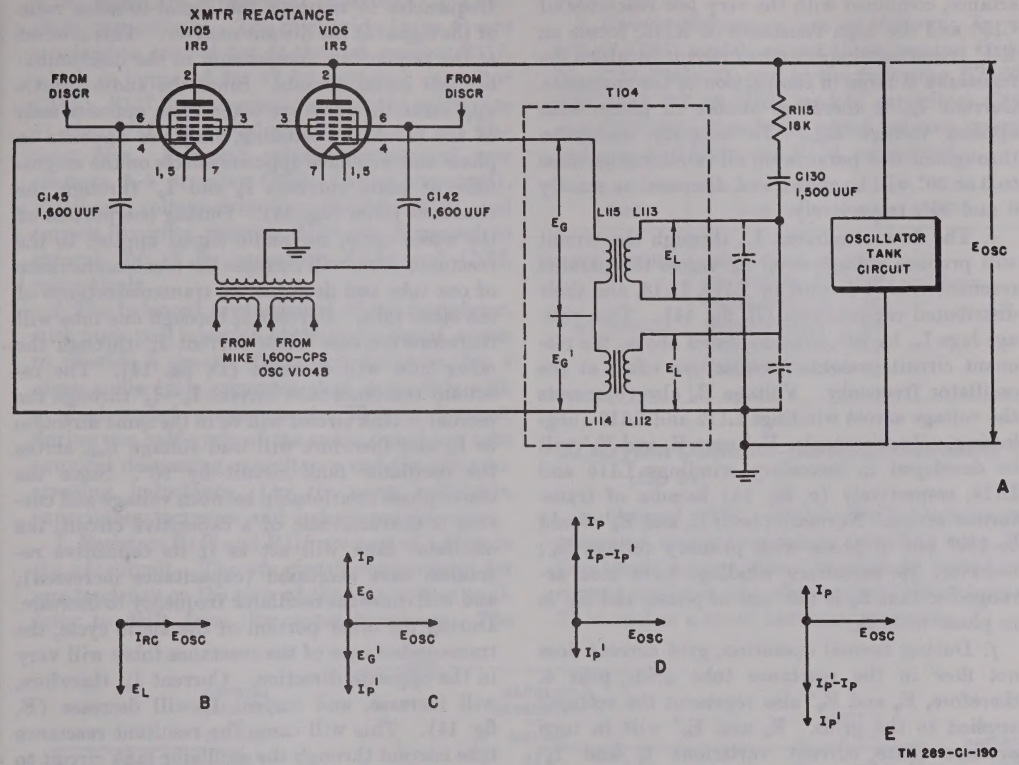

Figure 14. Reactance modulator, operation, vector diagrams.
c. Two parallel primary windings L112 and L113 of T104 are connected across the tank circuit of the oscillator through capacitor C130 and resistor R115. These windings are self-resonant at approximately 2 mc and operate in conjunction with C130, R115, and secondary windings L114 and L115 of T104, to produce the 90° relationship between voltage and current in the modulator tubes. The relationships between voltages and currents in the above components, when no audio signals are applied, are shown in B and C, figure 14, and are discussed in *d* through *f* below. The above relationships, when an audio signal is applied, are shown in D, figure 14, and are discussed in *g* below.
d. Voltage E_{osc}, developed in the oscillator tank circuit, is applied across the circuit consisting of L112, L113, C130, and R115 (A, fig. 14). This voltage causes current I_{rc}, to flow through the circuit. Windings L112 and L113 are self-resonant at approximately 2 mc, and are shown as parallel resonant circuits. The dotted capacitors across the windings represent the capacity between the turns of the windings (distributed capacitance). Since the frequency of voltage E_{osc} is much higher than 2 mc (4.45 mc to 5.45 mc), current I_{rc} flowing through the resonant circuit will encounter a ca-
e. The flow of current I_{rc} through the circuit will produce voltage drop E_L across the parallel resonant circuit formed by L112, L113, and their distributed capacitances (B, fig. 14). This voltage lags I_{rc} by 90°, since as stated above, the resonant circuit presents a capacitive effect at the oscillator frequency. Voltage E_L also represents the voltage across windings L112 and L113 (neglecting coil resistance). Voltages E_g and E_g' will be developed in secondary windings L115 and L114, respectively (c, fig. 14) because of transformer action. Normally, both E_g and E_g' would be 180° out of phase with primary voltage E_L; however, the secondary windings have been arranged so that E_g is 180° out of phase, and E_g' is in phase with E_L.
g. Audio signals are applied to the signal grids, pins 6, of the reactance tubes through terminal C of J311, contacts of switch S302, terminals 12 of P306 and J106, primary and secondary windings 6–7 and 1–2–3, respectively of T106, and capacitors C142 and C145 (fig. 13). C142 and C145 function to increase deviation at the higher audio frequencies to improve the signal-to-noise ratio of the signal at the distant receiver. This is offset at the receiver by components in the discriminator and audio circuits. Since the audio signals applied to the grids are taken from opposite ends of the secondary winding, they are opposite in phase and will have opposite effects on the magnitude of plate currents I_p and I_p' through the reactance tubes (fig. 14). During one portion of the audio cycle, the audio signal applied to the reactance tubes will increase the transconductance of one tube and decrease the transconductance of the other tube. Current I_p through one tube will therefore increase while current I_p' through the other tube will decrease (D, fig. 14). The resultant reactance tube current $I_p - I_p'$ through the oscillator tank circuit will be in the same direction as I_p, and therefore will lead voltage E_{osc} across the oscillator tank circuit by 90°. Since the above phase relationship between voltage and current is characteristic of a capacitive circuit, the oscillator tank will act as if its capacitive reactance were decreased (capacitance increased), and will cause the oscillator frequency to decrease. During the other portion of the audio cycle, the transconductance of the reactance tubes will vary in the opposite direction. Current I_p' therefore, will increase, and current I_p will decrease (E, fig. 14). This will cause the resultant reactance tube current through the oscillator tank circuit to be in the same direction as I_p', and therefore it will lag voltage E_{osc} across the tank circuit by 90°. Since this phase relationship between voltage and current is characteristic of an inductive circuit, the oscillator tank circuit will act as if its inductive reactance were decreased (inductance decreased) and will cause the oscillator frequency to increase. As the audio signal varies through each cycle, the oscillator frequency will alternately increase and decrease in frequency at a rate determined by the frequency of the audio signal. The amount of frequency variation will be determined by the instantaneous magnitude of the audio signal.